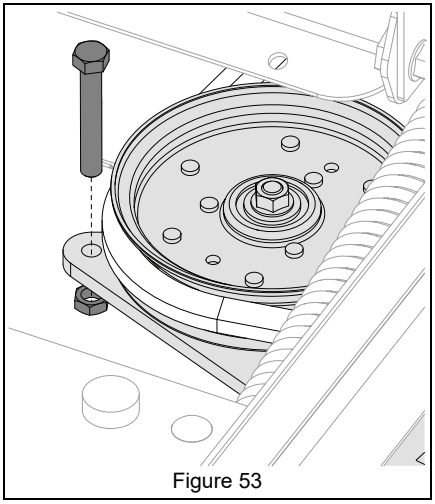

Figure 53
7. Remove belt retainer bolt from PTO idler arm. See Figure 53.
4. Secure original belt retainer bolt to PTO idler arm. See Figure 53.